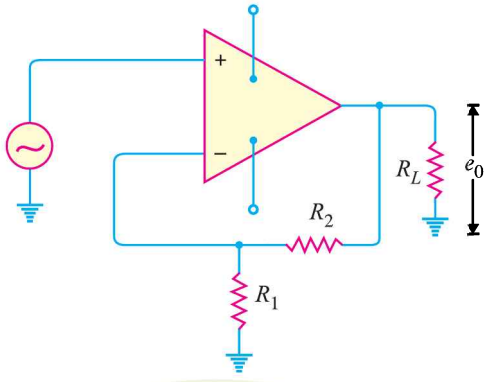

Fig. 13.30
6. Fig. 13.30 shows the negative feedback amplifier. If the gain of the amplifier without feedback is 10^5 and R_1 = 100 Ω, R_2 = 100 kΩ, find (*i*) feedback fraction (*ii*) gain with feedback. **[(i) 0.001(ii) 1000]**